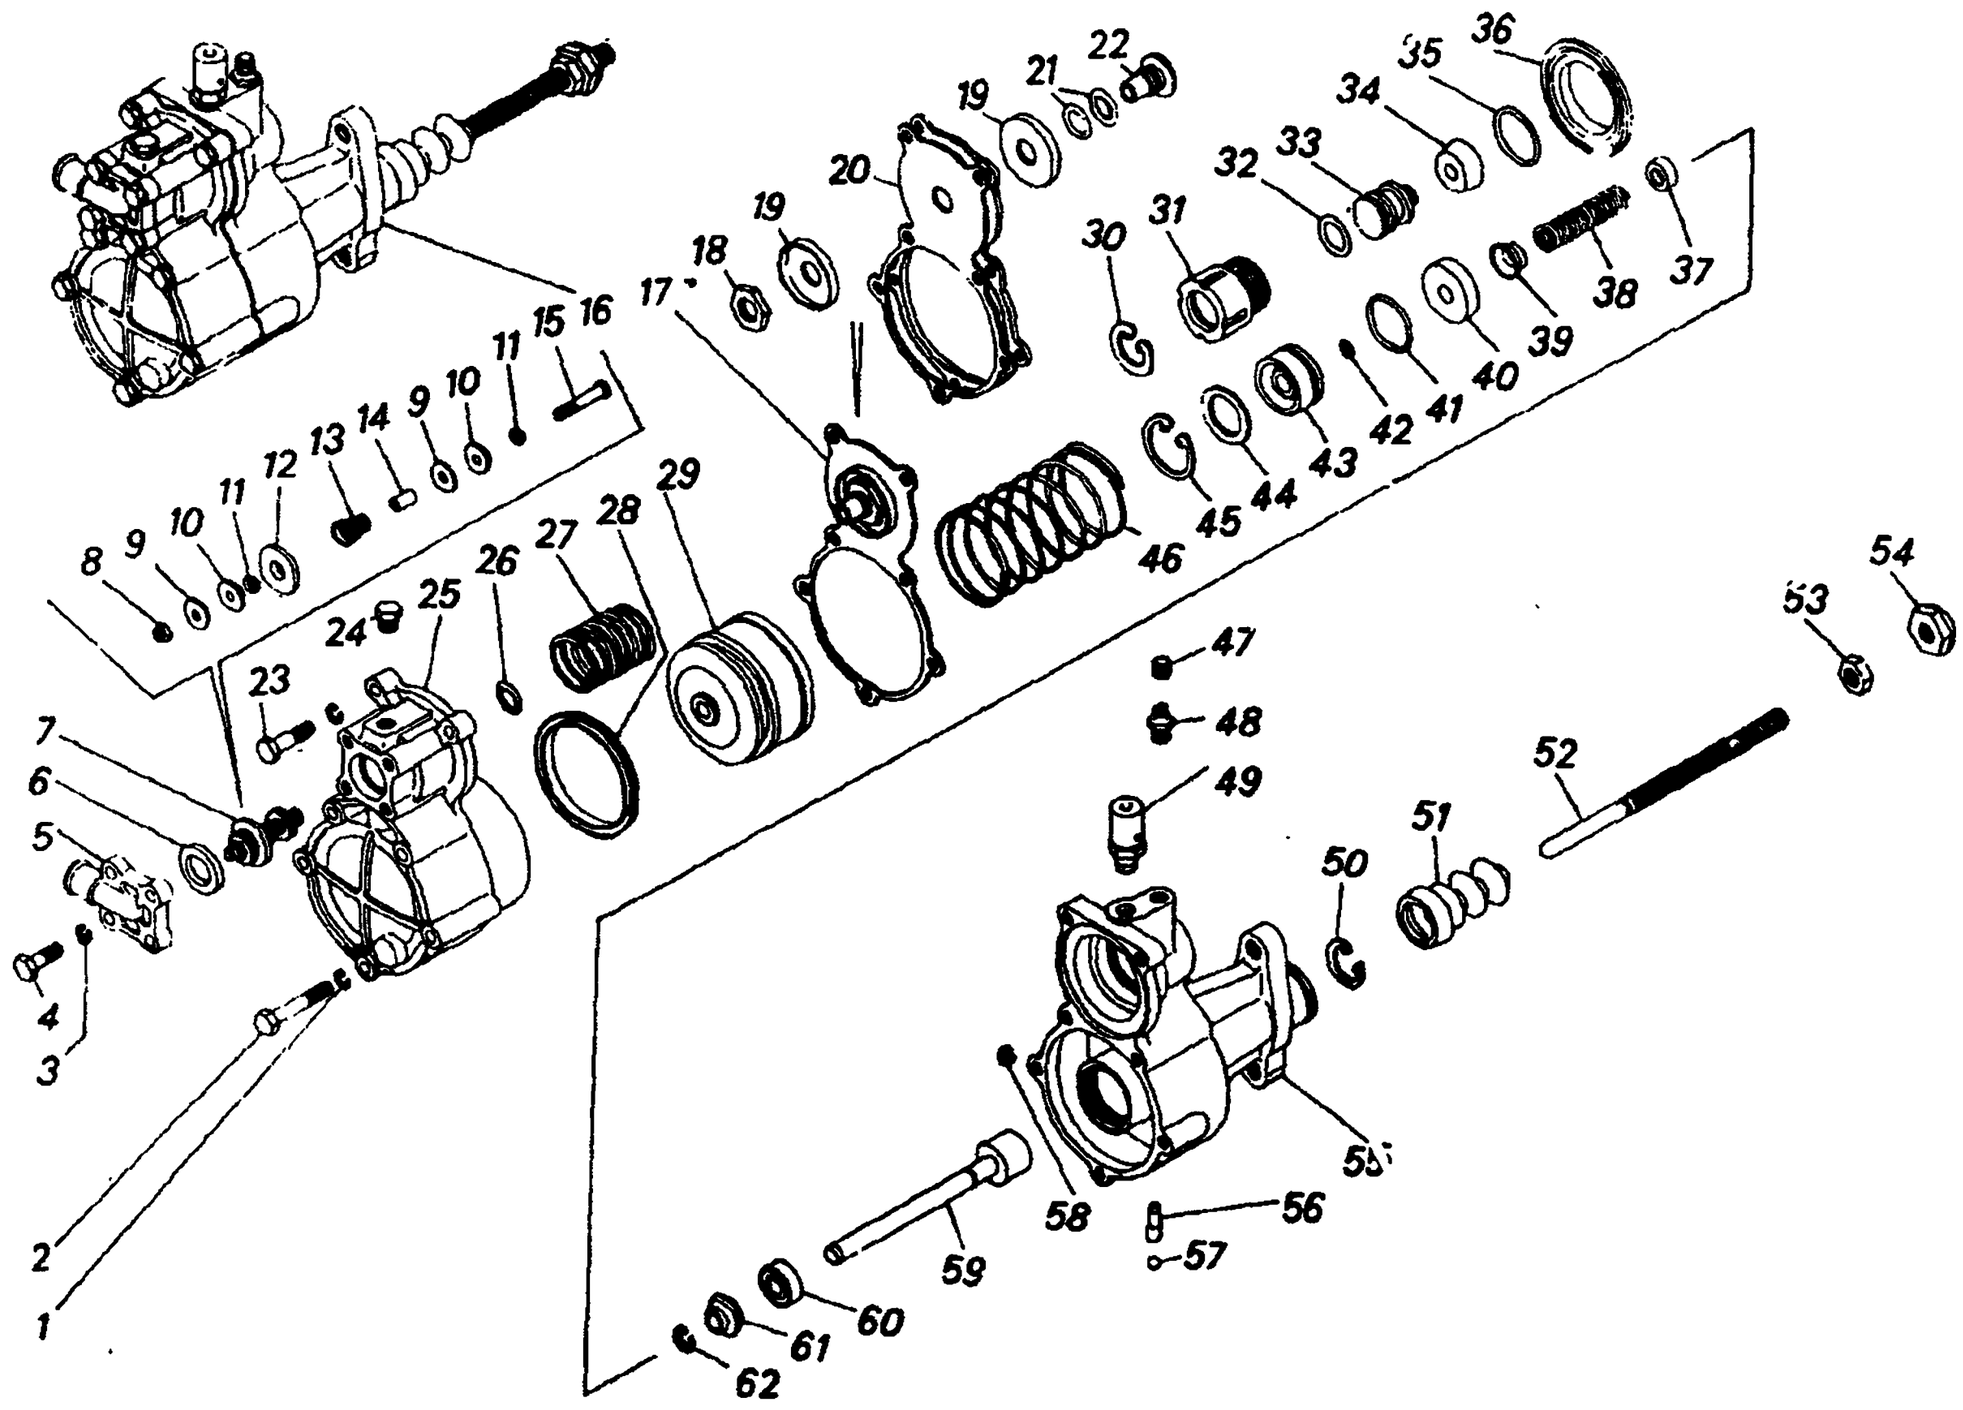

Рис. 130. Усилитель пневмогидравлический привода управления сцеплением:
1. Установите пневмоусилитель в тиски, зажав губками задний корпус *55* (рис. 130)	Слесарный верстак, тиски
25. Установите на пневматический поршень *29* (см. рис. 130) манжету *28*	Отвертка